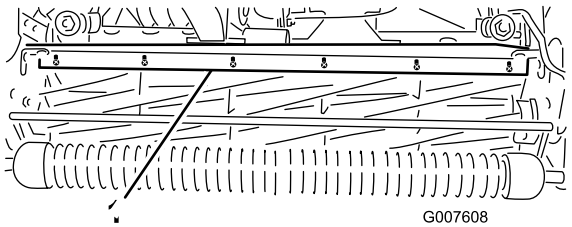

Figur 46
1. Lossa de skruvar som håller fast den översta stången (Figur 46) på klippenheten.